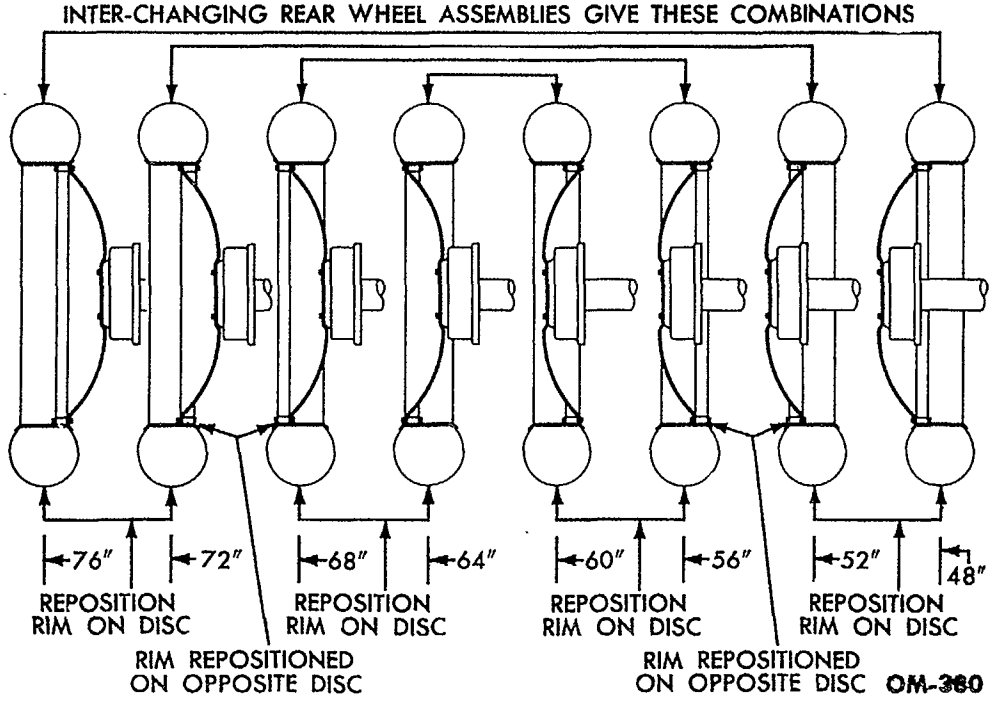

Fig. 11—Rear Wheel Tread Adjustment
a. Rear Wheels. The rear wheels are adjustable from 48 to 76 inches tread in 4-inch spacings. Tread width settings are made by changing the position of the steel disks and the rims. The tread is widened by installing wheel disks in convex or concave position and/or by installing rims in any of the four positions as shown in fig. 11. To make the change from 52 inch tread to 72 inch tread, it is only necessary to change the wheels from one side of the tractor to the other. Other wheel changes are similar and are shown in fig. 11.